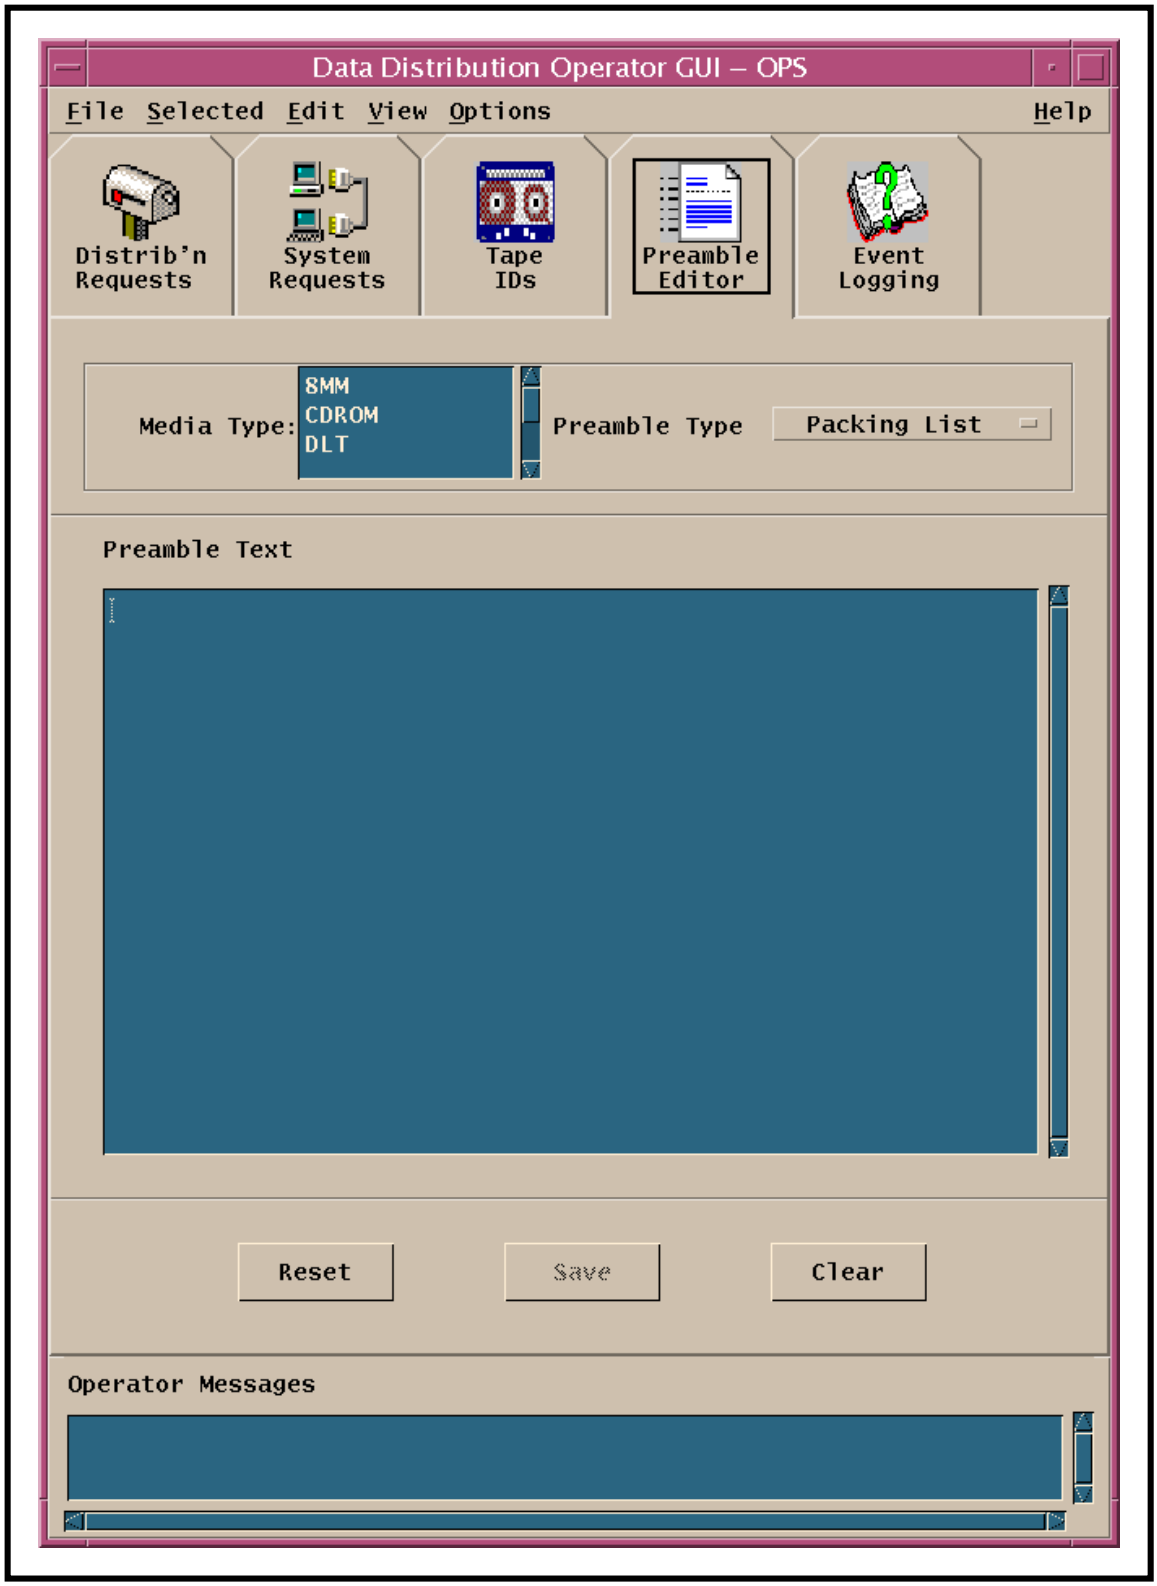

Figure 14. Preamble Editor Tab (Data Distribution Operator GUI)
The **Preamble Editor** tab (Figure 14) on the **Data Distribution Operator GUI** allows the Distribution Technician to review and/or modify the text of preambles to the following types of documents:
- The **Preamble Editor** screen (Figure 14) is displayed.